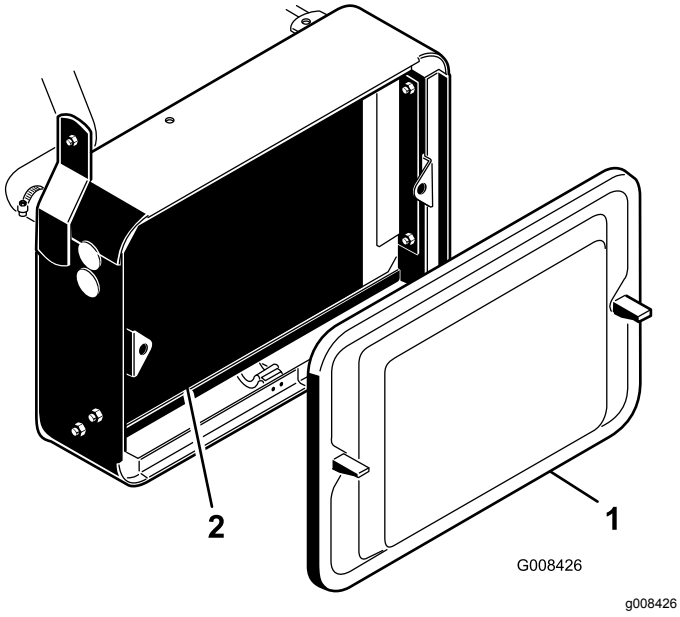

Figur 44
1. Ta bort kylargallret (Figur 44).